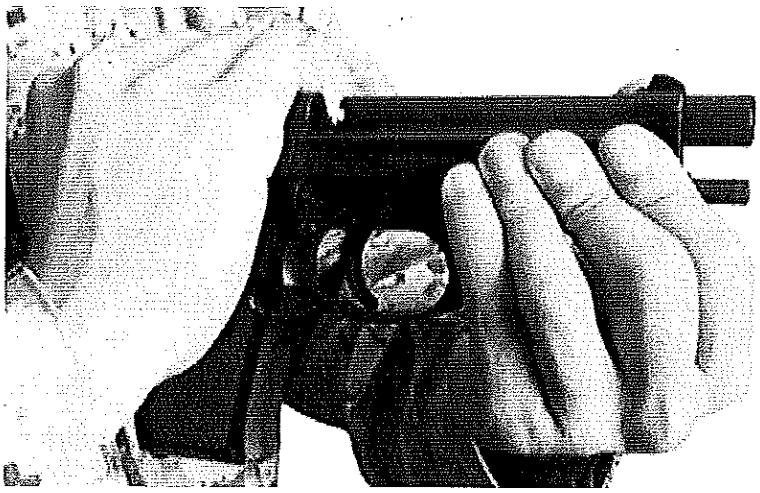

Figure 2-2. Chamber Check.
4. Hold the slide to the rear with the firing hand just enough to visually inspect the chamber for a round. Physically check for a round by inserting a finger of the firing hand into the ejection port area (see fig. 2-2).